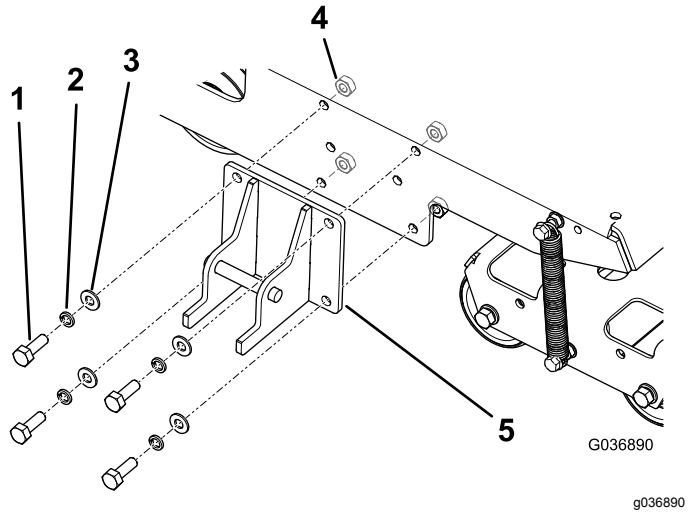

Figura 4
1. Montate la staffa di bloccaggio sul telaio della macchina come illustrato nella Figura 4.